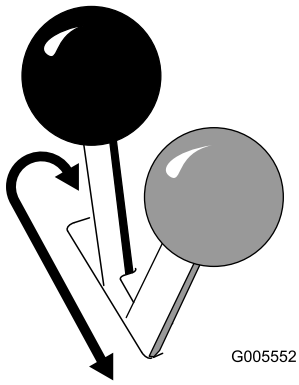

Rysunek 13
- W celu załączenia hamulca postojowego popchnij dźwignię hamulca do przodu i w lewo, a następnie pociągnij ją do tyłu (Rysunek 13).
- W celu zwolnienia hamulca, pchnij dźwignię do przodu, a następnie w prawo do wycięcia (Rysunek 13).